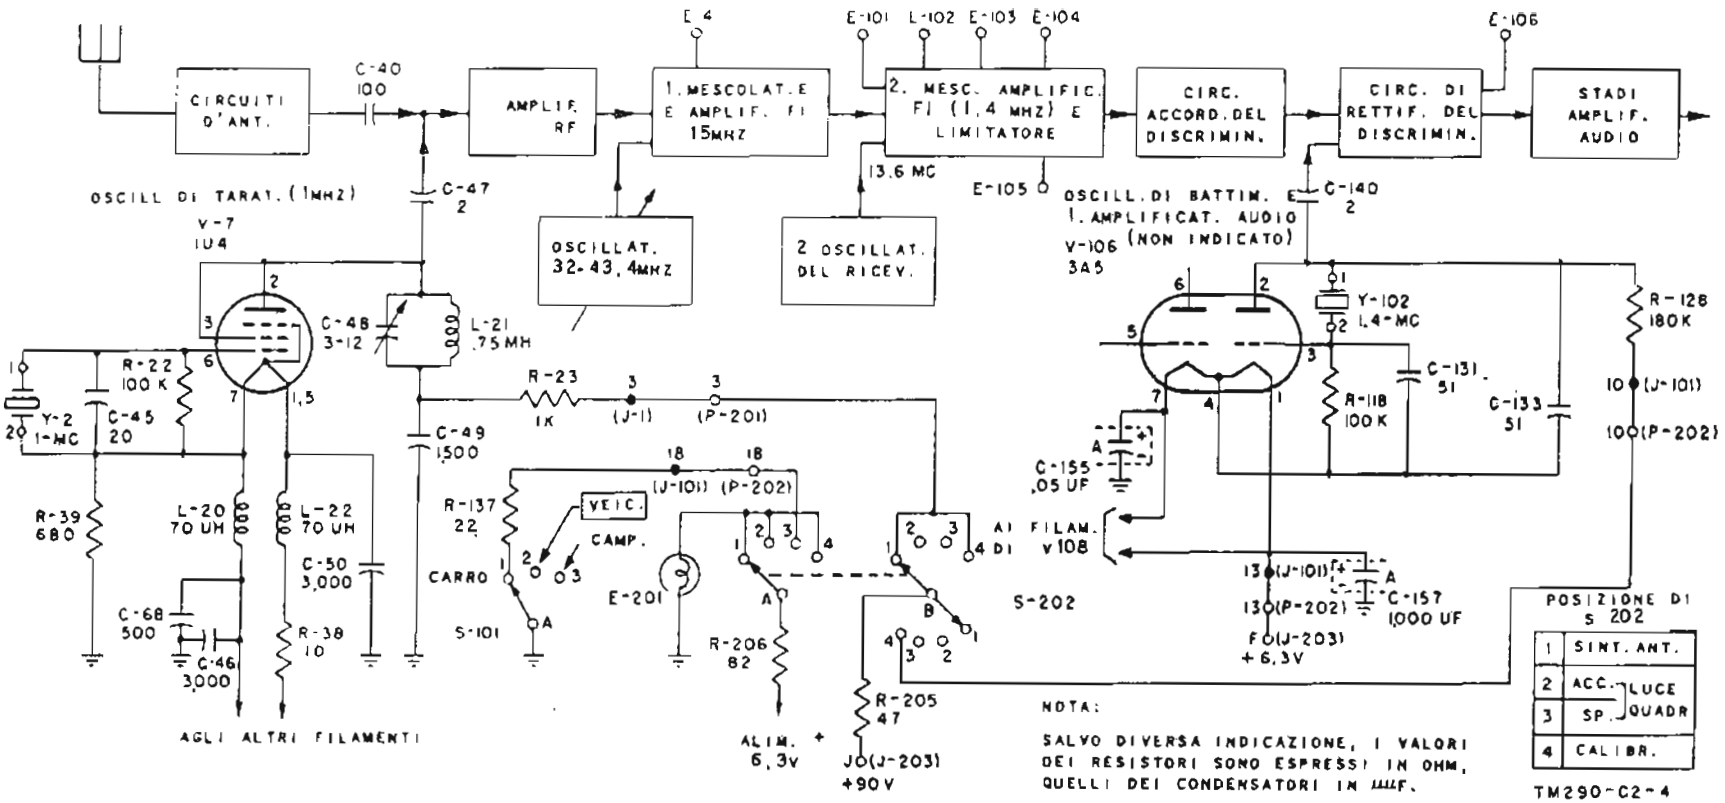

FIG. 30 - Schema dell'Oscillatore di taratura e dell'Oscillatore di battimento del Rice-Trasmettitore RT-70A/GRC.
Nel Ricetrasmettitore RT-70A/GRC, il resistore di griglia R118 ed il suo condensatore di fuga C131, sono connessi al filamento al piedino 4 (fig. 30).
*a.* Il circuito d'illuminazione del quadrante è connesso in parallelo a quello di alimentazione dei filamenti, attraverso i contatti del commutatore S202 posto sul pannello frontale, quando esso si trova in una delle tre posizioni: SINT. ANT.; LUCE QUADR. - ACCESA; CALIBR. (fig. 30). Per ciascuna di tali posizioni del commutatore, il circuito va dal terminale F di J203 alla massa, attraverso il resistore di caduta R206, i contatti 1, 2 o 4 del commutatore S202 e la lampadina E201.